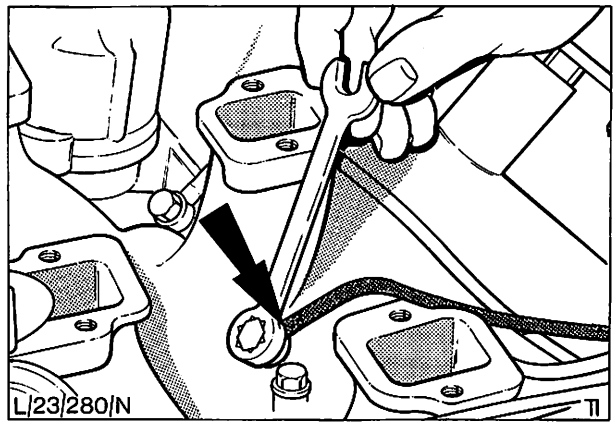

Abb. 92 Leitung – Einspritzventil abbauen
5. Leitungen – Einspritzventile abmontieren, Abb. 92.